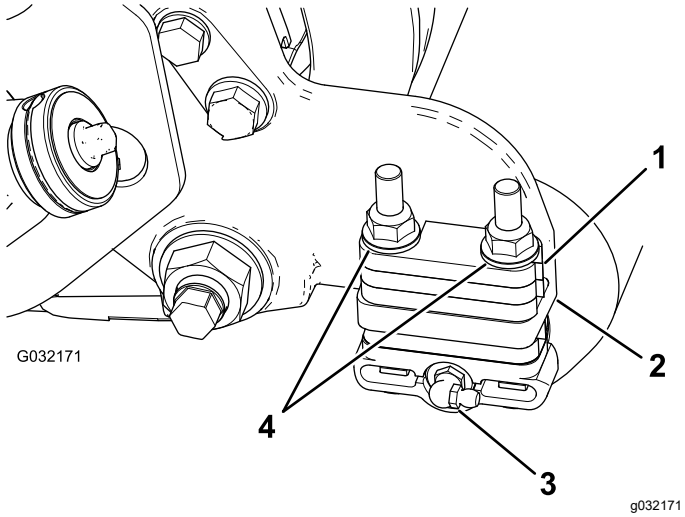

Bild 6
1. Nehmen Sie den Schmiernippel für die Rolle von der Seite der Schneideinheit ab, an der das Rollenbürstengehäuse montiert ist (Bild 6).
3. Entfernen Sie die zwei Sicherungsbundmuttern, mit denen jede Rollenhalterung an den Seitenplatten befestigt ist, **und alle 6-mm-Distanzstücke, die oben auf dem Montageflansch der Seitenplatte liegen** (Bild 6).